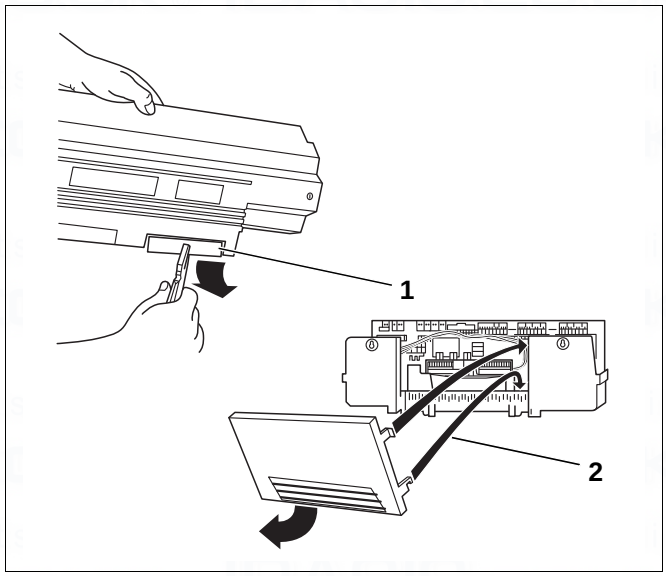

Fig. 61 Preparing the cable entry
- If necessary, make knock-outs (Fig. 61, [1]) in the rear panel of the cable entry (Logamatic 33xx) or remove the rear panel section (Logamatic 43xx) (Fig. 61, [2]).
- Hook the lower hook on the rear panel section (Logamatic 43xx) into the clip frame and apply pressure at the top until the side hooks click into place (Fig. 61, [2]).